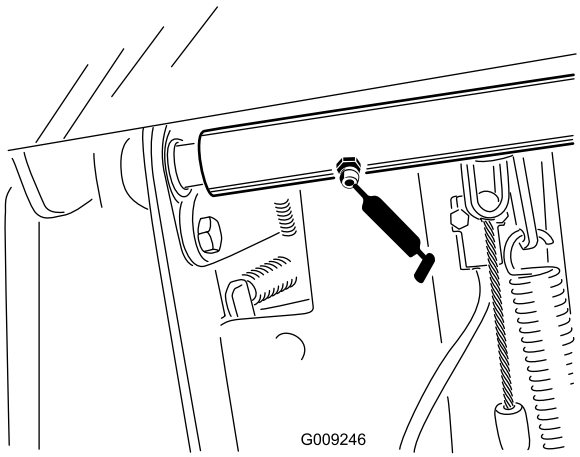

Figuur 35
- Scharnieraslagers van rempedaal (2) (Figuur 35)